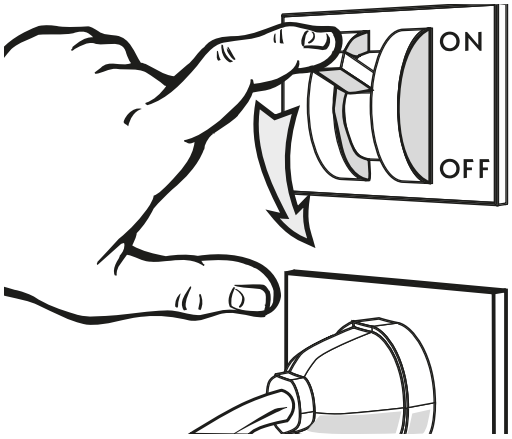

Fig. 23
- Retirar a tensão elétrica ao balcão através do interruptor secionador geral colocado na parede ("Fig. 23").